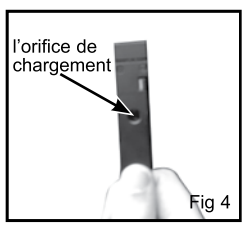

Fig 4
- Abaissez le levier de l'alimenteur de BB et glissez-le vers la gauche pour le verrouiller en place (fig. 4).
- Insérez jusqu'à 18 BB dans l'orifice de chargement du chargeur (Fig. 4).